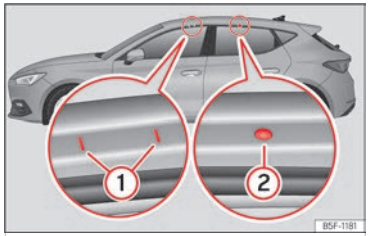

Fig. 211 Puntos de fijación de las barras transversales para el portaequipajes del techo (Leon).
Válido para Leon: Los puntos de fijación delanteros y traseros ① y ② sólo pueden verse con las puertas abiertas ››› **fig. 211**.